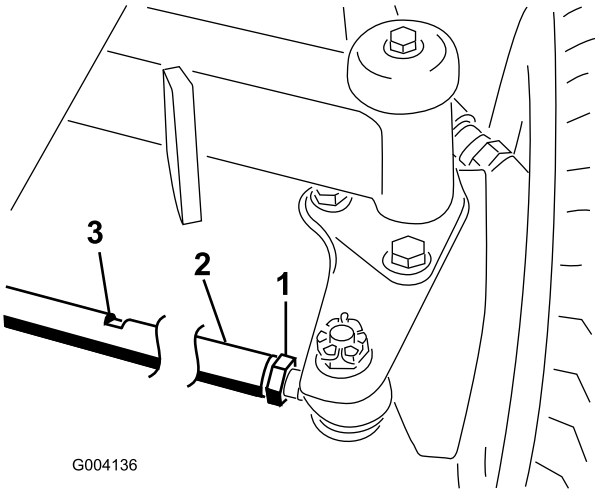

**Figura 61**
2. Afloje las contratuercas de ambos extremos del tirante (Figura 61).